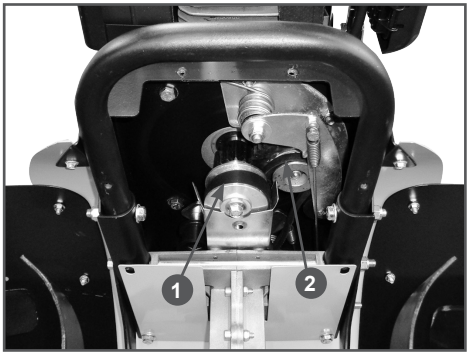

Рис. 24 Обслуживание ремня привода
4. Проверьте состояние ремней 1 и 2 (Рис. 24). Если ремни протерты, надорваны или заметны иные повреждения, немедленно замените их.